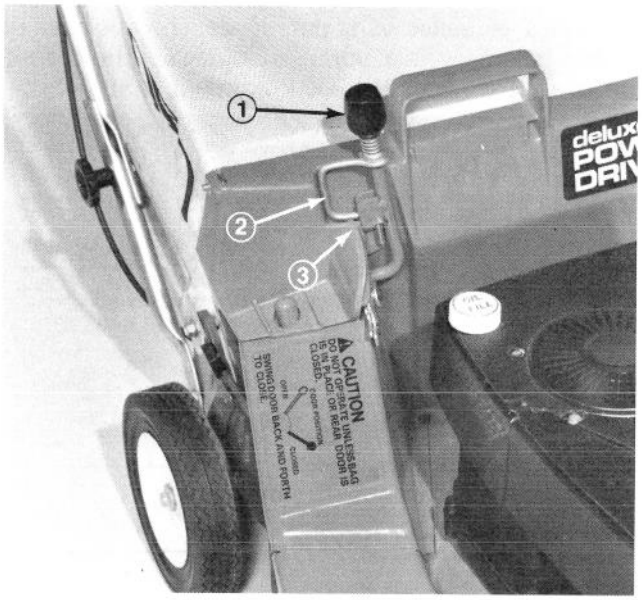

Afbeelding 17
4. Druk op de veiligheidshefboom totdat hij de zakklink loslaat. Breng dan de handle naar achteren totdat het in de achterinkeping van de zakklink sluit (Afb. 17). De deur in de maaihuizing is nu open, en de maaier is gereed voor de graspakking.